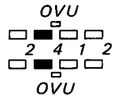

Fig. 1
2. Set RV108, 308 to MIN and adjust RV109, 309 so that Low segment lights up dimly as shown in Fig. 1.